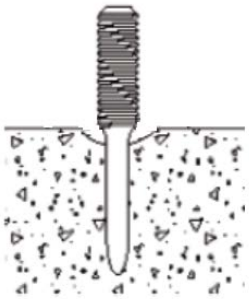

Figura 6
- Es causada por la compresión=de los elementos de sujeción del hormigón/la mampostería y el impacto inicial. (Vea la **Figura 6** que aparece arriba).